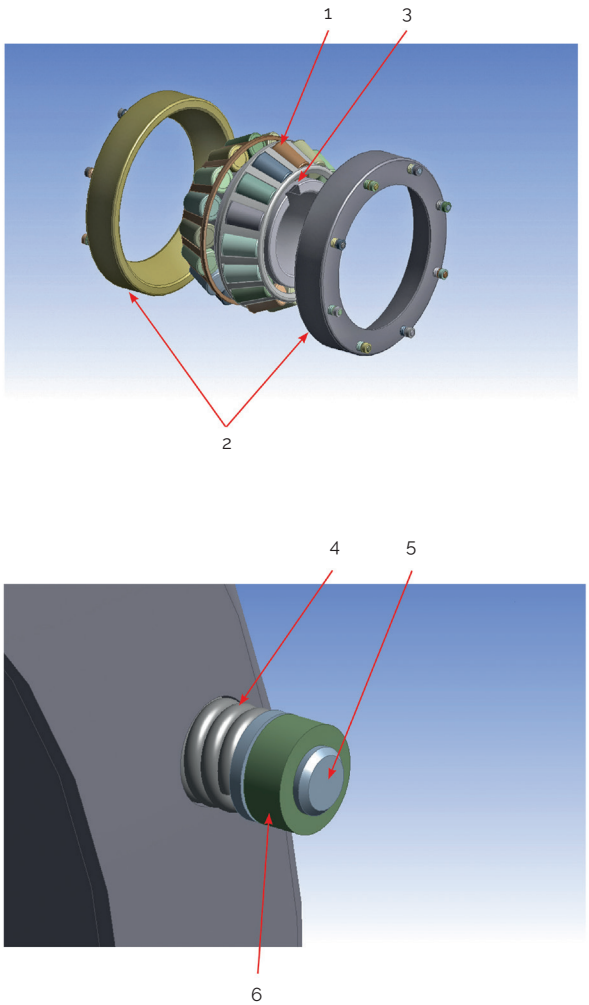

Figura 4. Projeto da TDIK com molas integradas.
O projeto de uma TDIK com um sistema de molas integradas (vista expandida) é ilustrado na Figura 4. Esta construção inclui um conjunto de cone duplo com rolos e porta-rolos (1) e duas capas simples (2). O cone duplo é tipicamente encaixado (3) na extremidade do cilindro na face exterior.